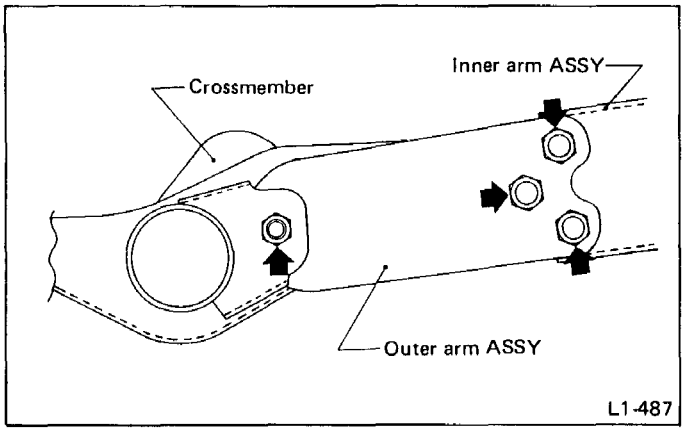
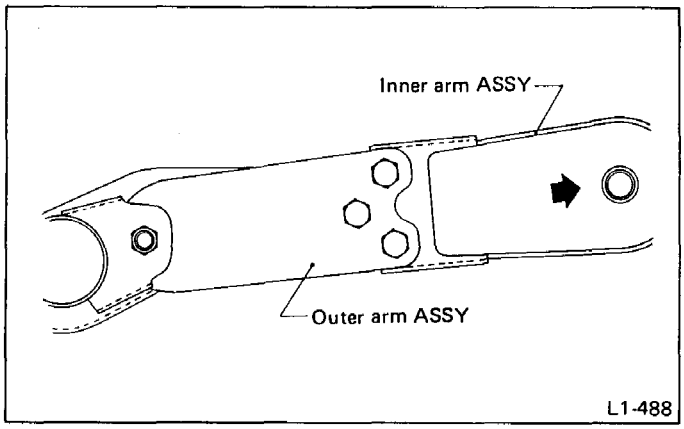

Fig. 25
Fig. 26
3) When toe-in is excessive, tighten outer arm mounting bolts shown in Fig. 25 while pushing end of spindle towards rear of vehicle (in direction of arrow in Fig. 26). When toe-out is excessive, tighten outer arm mounting bolts while pulling end of spindle toward front of vehicle (in opposite direction of arrow in Fig. 26).
3) Then, loosen outer arm mounting bolts shown in Fig. 25.